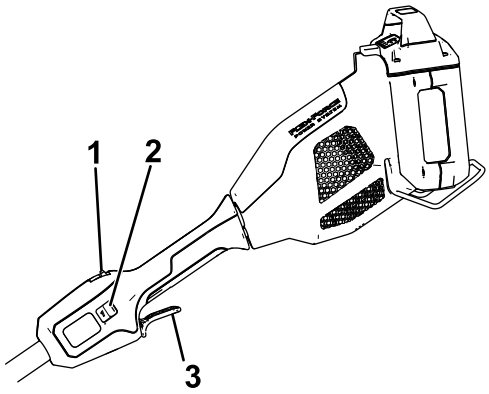

Figura 8
4. Para arrancar el accesorio, presione el botón de bloqueo y apriete el gatillo de accionamiento (Figura 8).
Para apagar el cortasetos, suelte el gatillo de accionamiento (Figura 8). Espere al menos 5 segundos para que la cuchilla se detenga.